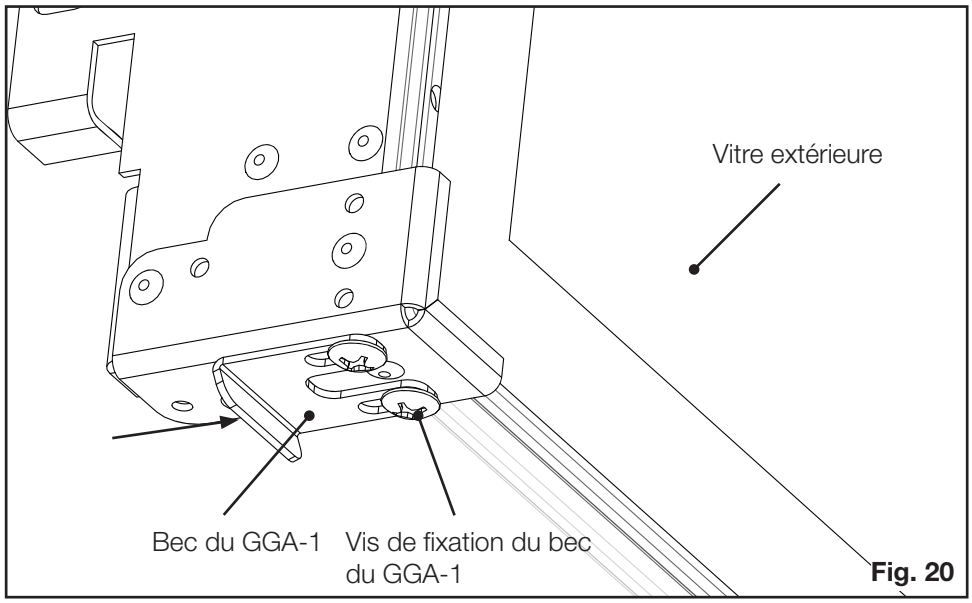

Fig. 20
16. S'il y a un jeu excessif, ajustez les becs au bas du GGA-1 vers l'avant pour réduire le jeu de façon à le rendre minime. Cette façon de procéder vise à faire en sorte que le GGA-1 puisse encore être verrouillé et dégagé aisément, sans force excessive **(Fig. 20).**